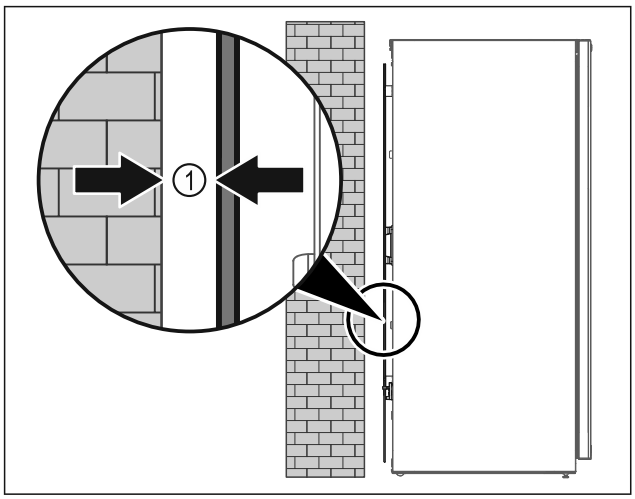

Fig. 45
▶ Set up the appliance either free-standing or directly against a wall at a minimum distance of 5 mm *Fig. 45 (1)*.